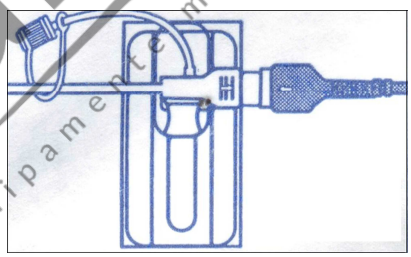

Figura 7-8 Fixați tamponul adeziv
10) Îndepărtați membrana de protecție de pe tamponul adeziv şi aplicați-l pe pielea pacientei. Fixați cateterul aplicând banda de ataşare a cateterului pe tamponul adeziv. (Vezi figura 7-8).